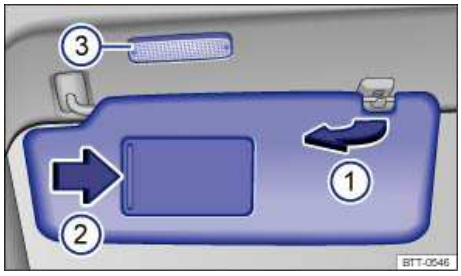

Fig. 76 In the headliner: Sun visor.
- Lift it out of the retaining clip ⇒ fig. 76 (1) and swivel it over toward the door.